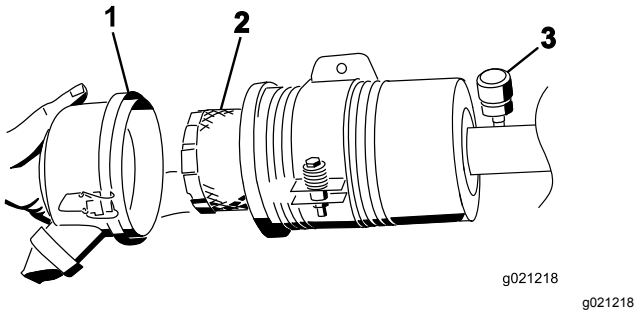

Figuur 71
4. Verwijder en vervang het filter (Figuur 71).